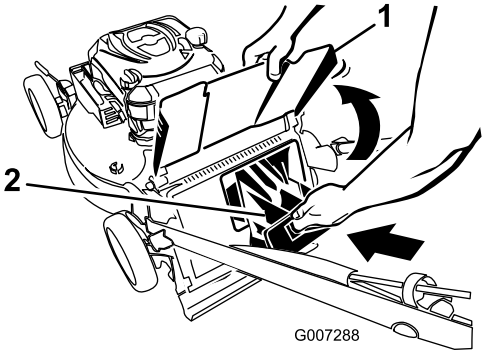
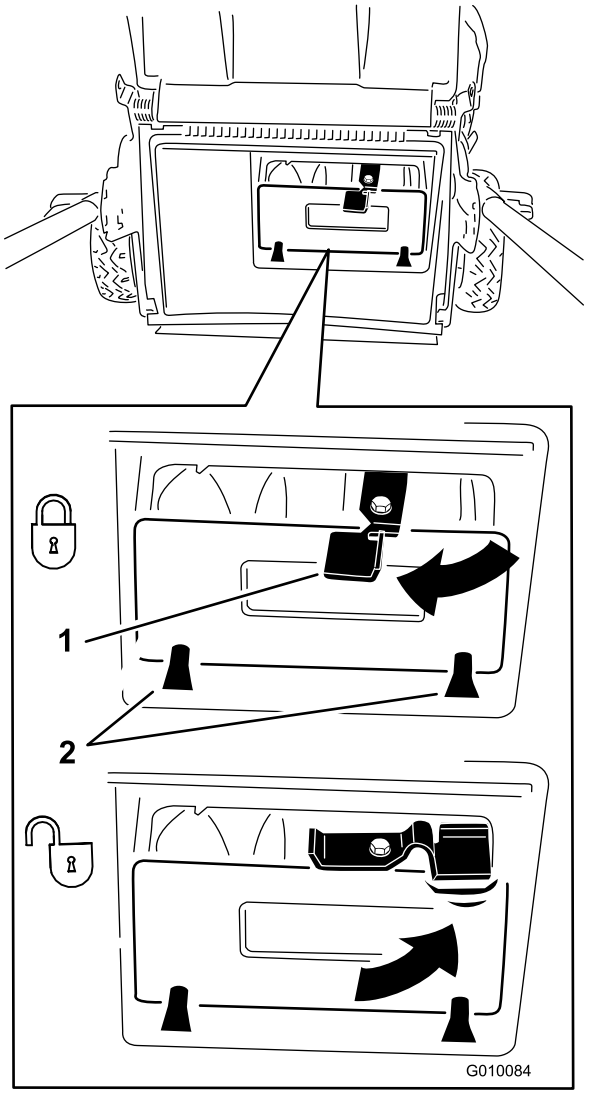

Figur 19
Figur 20
**Viktigt: Se till att den bakre utkastarpluggen har spärrats ordentligt. Spärra pluggen på följande sätt: Lyft upp utkastarskärmen (Figur 19), tryck in pluggen ordentligt tills den snäpper fast bakom flikarna och vrid spaken på pluggen åt vänster (Figur 20).**
**Obs:** Lossa på pluggen genom att vrida spaken på pluggen åt höger (Figur 20).